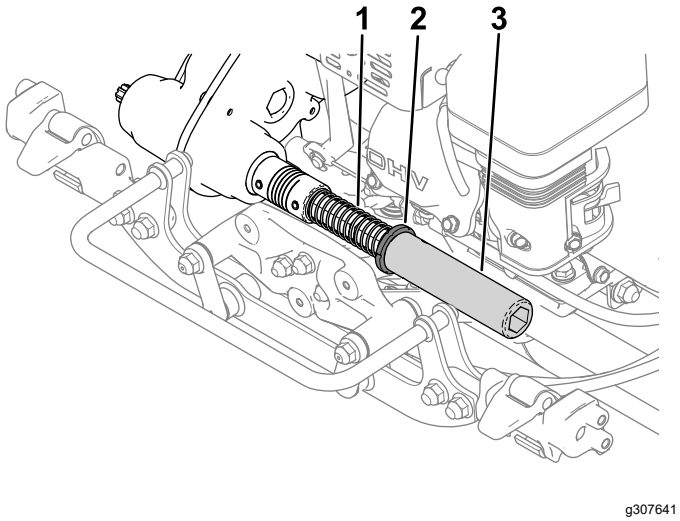

Figure 3
2. Montez le ressort, le collet et le tube hexagonal sur l'arbre d'accouplement de la transmission (Figure 3).